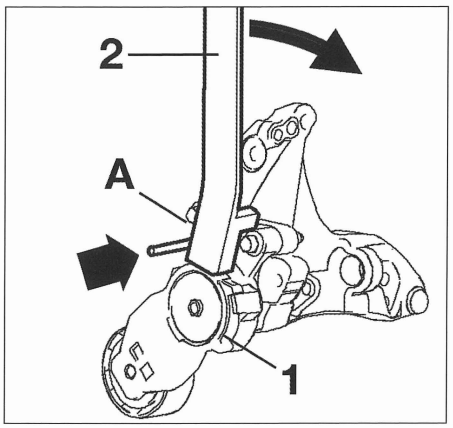

FIG. 14
• Actuar en el rodillo tensor (1) con el útil 303-676 y 21-235 (2) **(fig. 14)** o con una llave hexagonal hasta la colocación de un pasador de diámetro 5 mm en el taladro de calado (A).